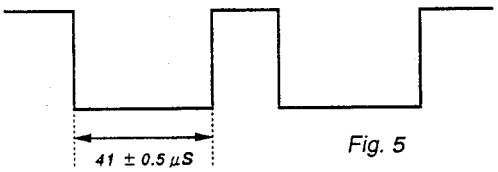

Fig. 5
5) Connect the oscilloscope probe to IC503 Pin 7, then adjust [H DELAY] so that the waveform is as in Fig. 5.